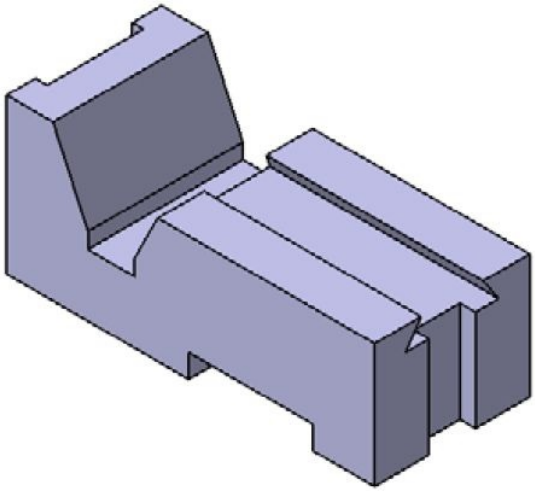
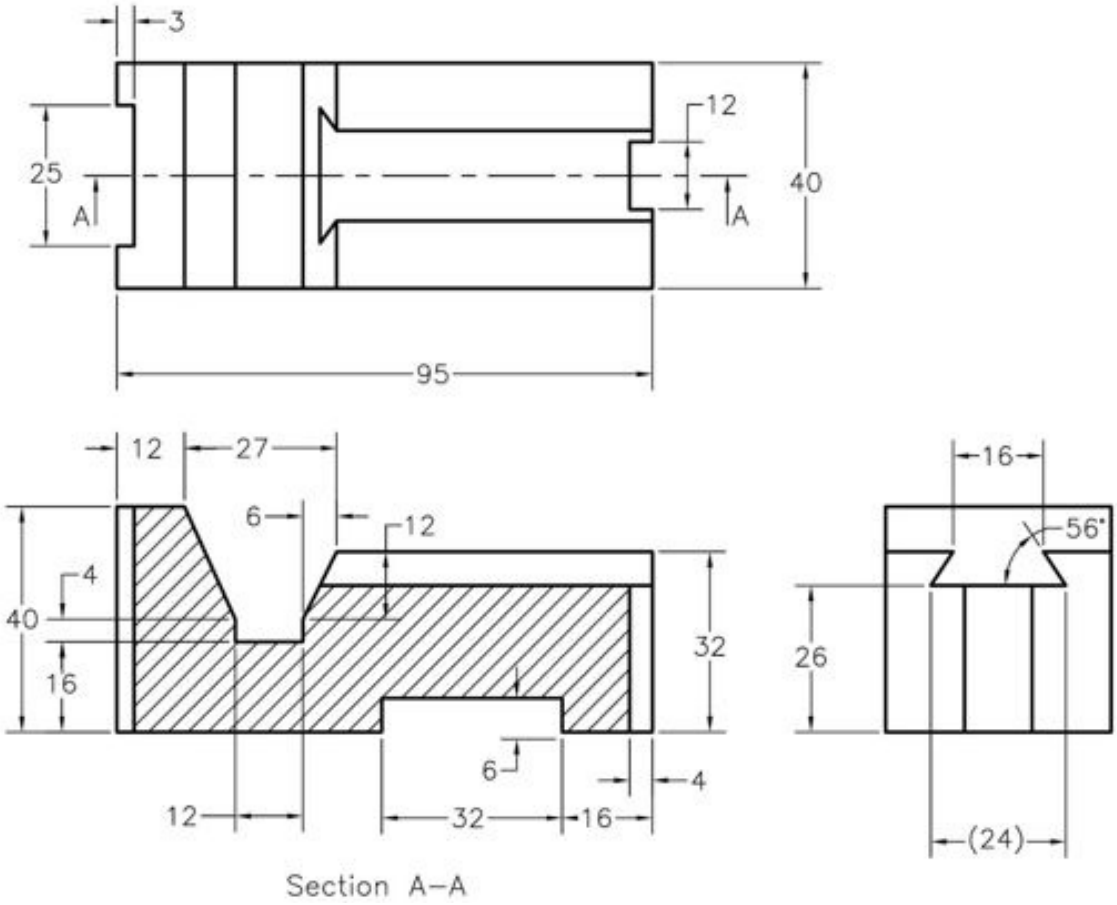

Figure 5-37 *Model for Tutorial 1*
Figure 5-38 *Views and dimensions for Tutorial 1*
In this tutorial, you will create the model shown in Figure 5-37. Its views and dimensions are shown in Figure 5-38. (**Expected time: 30 min**)
2. Draw the sketch for the fourth feature, refer to Figure 5-38, and exit the **Sketcher**